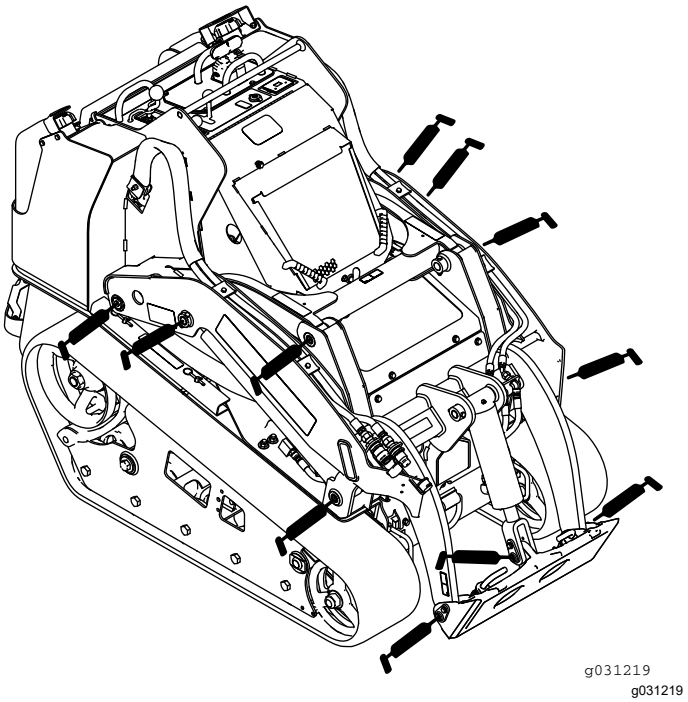
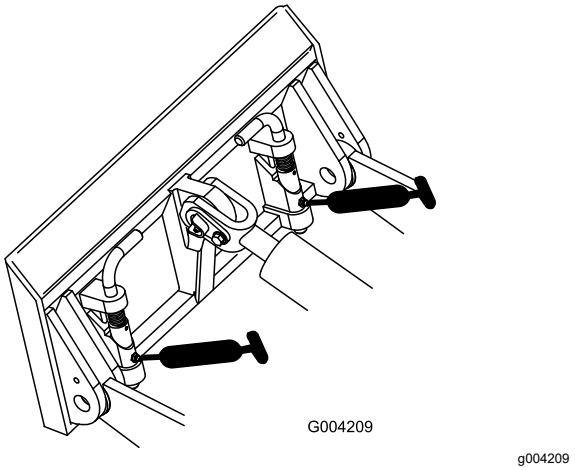
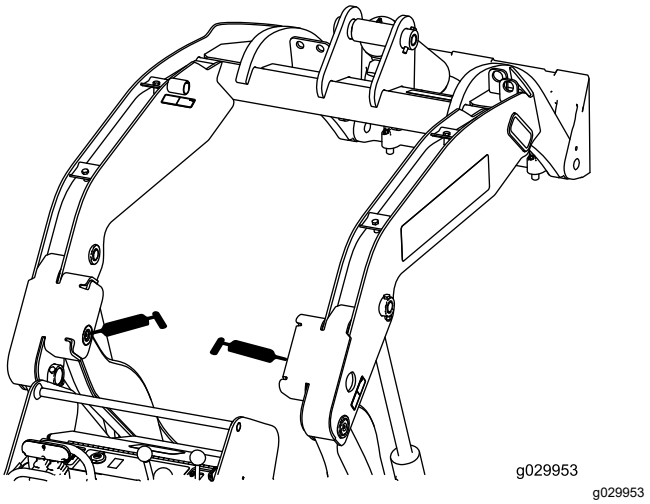

Figura 38
Figura 39
Figura 40
4. Conecte una pistola de engrasar a cada punto de engrase (Figura 38, Figura 39, y Figura 40).
Nota: Eleve los brazos de carga antes de aplicar grasa a los engrasadores indicados en Figura 40.